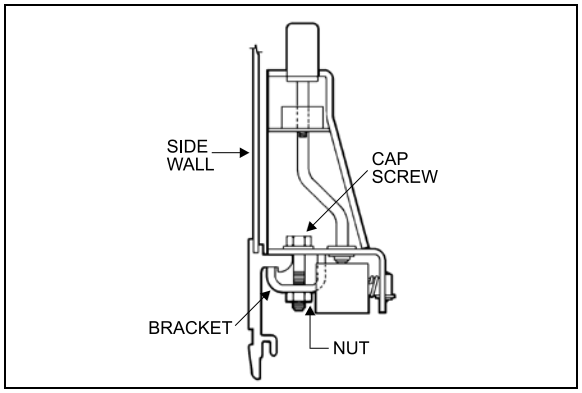

FIGURE 78: ARMREST 18106
4. Remove 2 cap screws, nuts, and washers holding seat frame to side wall and retain the 2 holding brackets. See Figure 78.